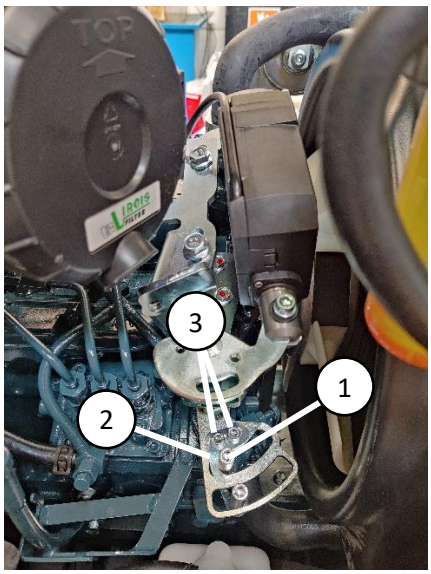

Figura 28. Posizione minima del motore dell'acceleratore
A questo punto, impostare la posizione del motore diesel dell'acceleratore sullo 0%. Assicurarsi che la leva di arresto del motore vada in posizione finale (figura 28 (1)). Se è necessario regolarla, allentare i bulloni (figura 28 (3)) e spostare la piastra di regolazione (figura 28 (2)) in modo che la leva di arresto del motore vada in posizione finale. Serrare i bulloni.